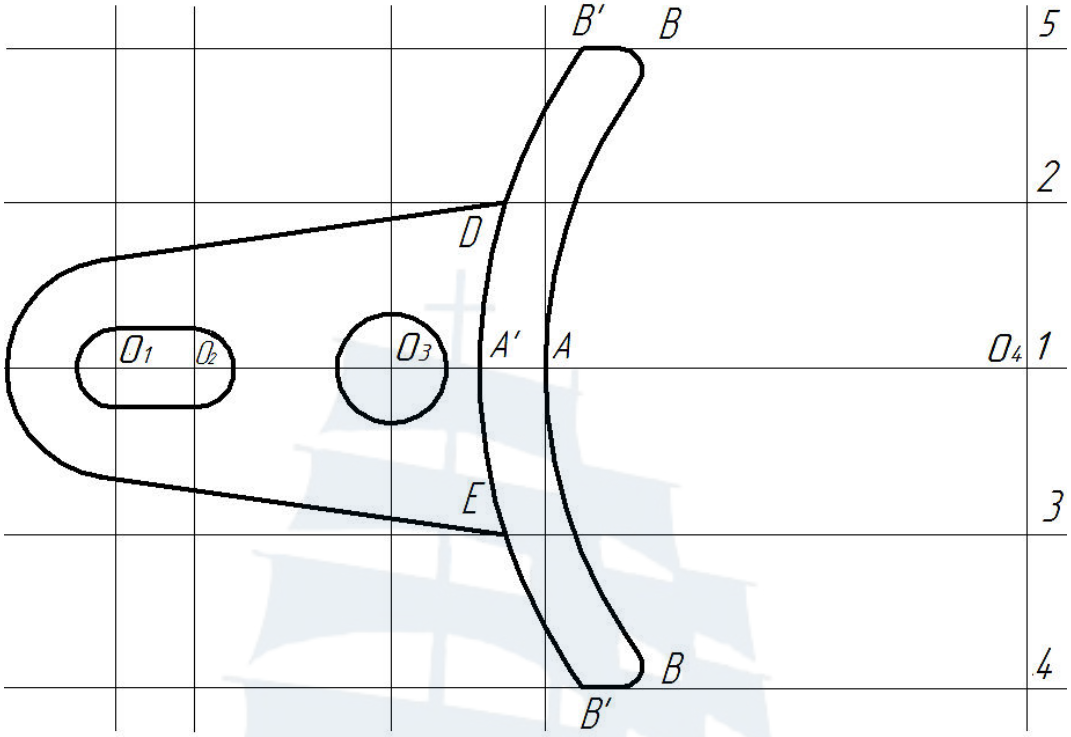

Рис. 127
14. Из точек **D** и **E** построить **касательные** к окружности радиуса **25** мм с центром в точке $\mathbf{O_1}$ (рис. 127). В режиме черчения **Привязка**, при этом должна быть включена привязка **Касательная**.